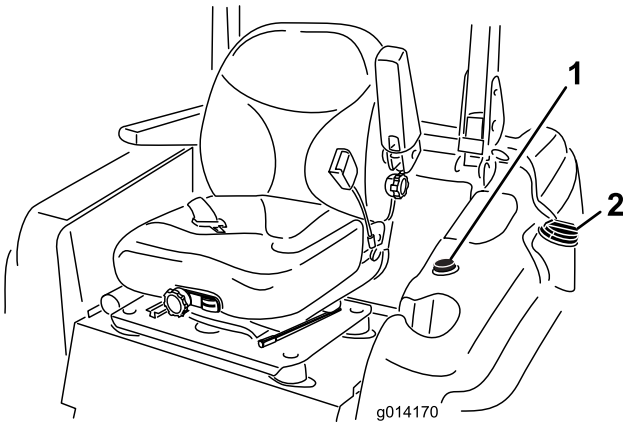

Figur 9
3. Rengjør rundt lokket på drivstofftanken, og ta det av (Figur 9).